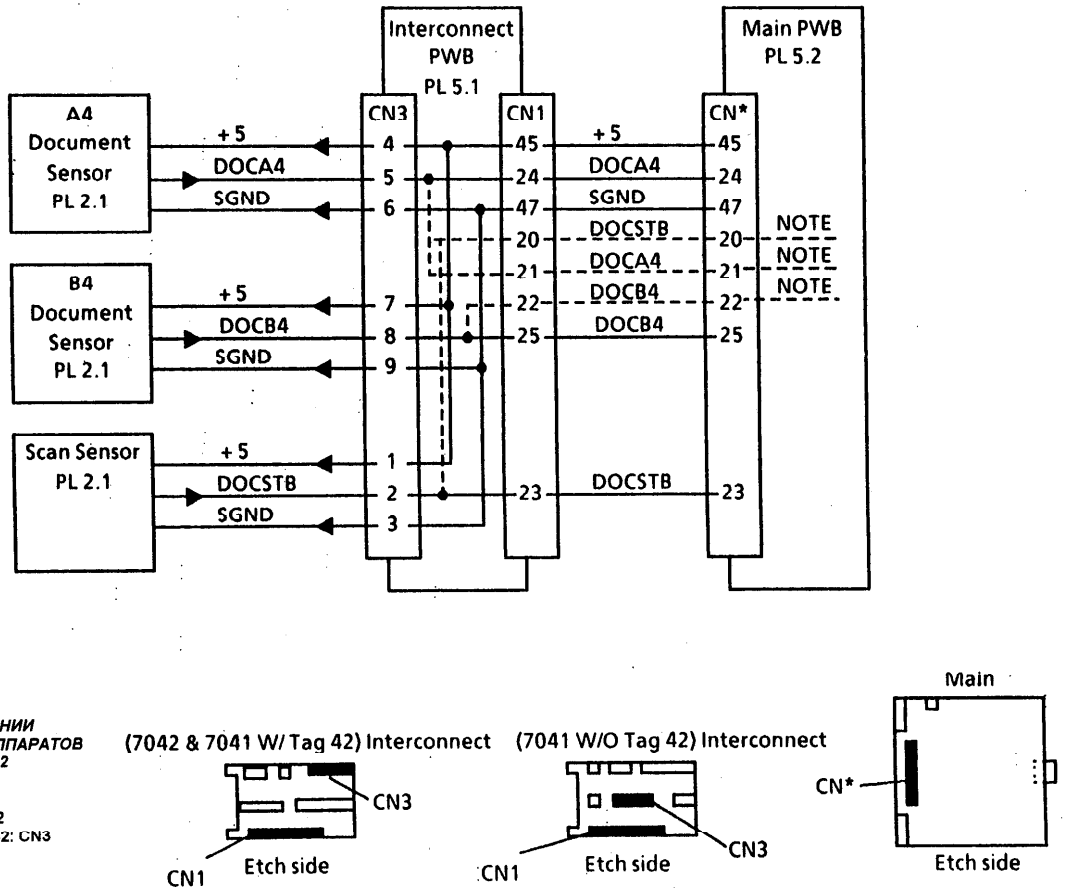

Рис. 1. Датчики оригинала
11. Проверьте выходное напряжение датчика сканирования (Рис. 1). Измерьте напряжение между землей и контактом 2 на разъеме CN3 на соединительной печатной плате.
4. Измерьте сопротивление двигателя сканирования между следующими контактами жгута монтажных проводов. Должны быть получены следующие показания (Рис. 1):